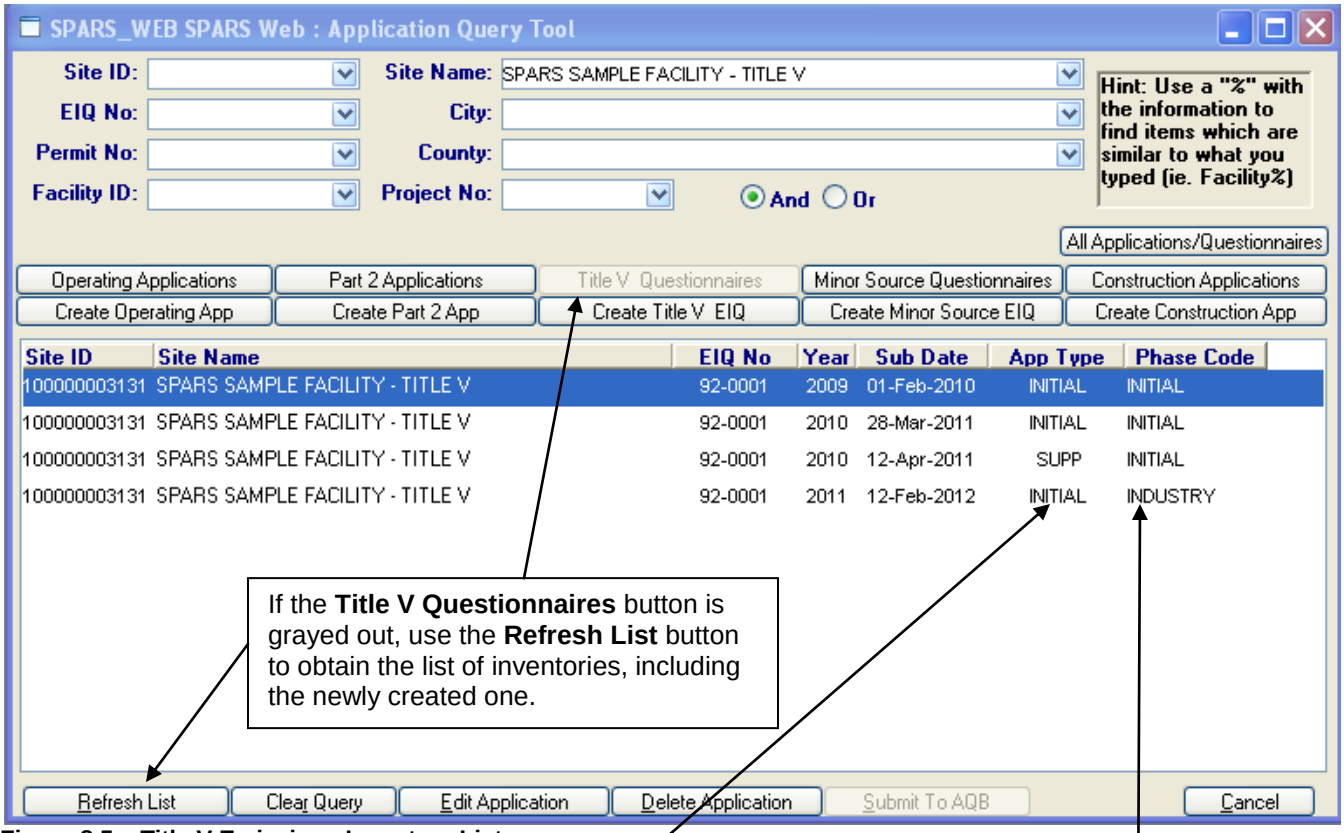

Figure 8.5 – Title V Emissions Inventory List
10. On the Application Query Tool, click the **Title V Questionnaires** button. If this button is grayed out, click the **Refresh List** button on the lower left of the Application Query Tool DataWindow. See Figure 8.5.